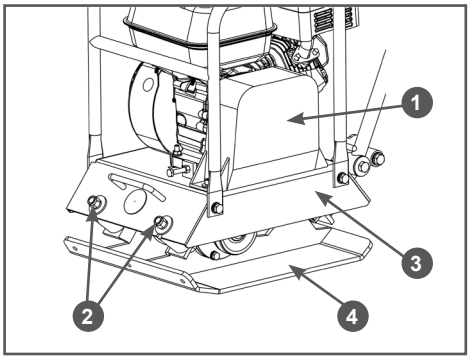

Рис. 20 Демонтаж рамы двигателя
2. Открутите болты крепления защитного кожуха 1 ремня и снимите кожух (Рис. 20).
4. Открутите четыре гайки 2 крепления рамы двигателя к резиновым амортизаторам плиты вибратора, снимите четыре пружинные и четыре плоские шайбы, и снимите раму 3 двигателя в сборе с защитной рамой и рабочей рукояткой с рабочей плиты 4 (Рис. 20).